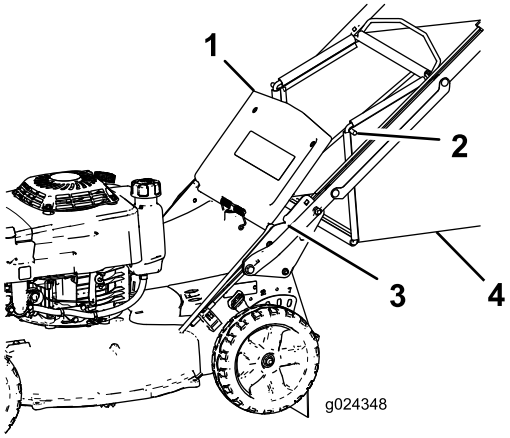

**Figuur 19**
2. Zet de achterklep omhoog en houd hem in deze stand (Figuur 19).
4. Breng de uiteinden van de grasvangerstangen aan in de inkepingen onderaan de handgreep en schud de grasvanger heen en weer om zeker te zijn dat de stang helemaal in de beide inkepingen zit (Figuur 19).
3. Neem de grasvangerstang uit de inkepingen onderaan de handgreep (Figuur 19).